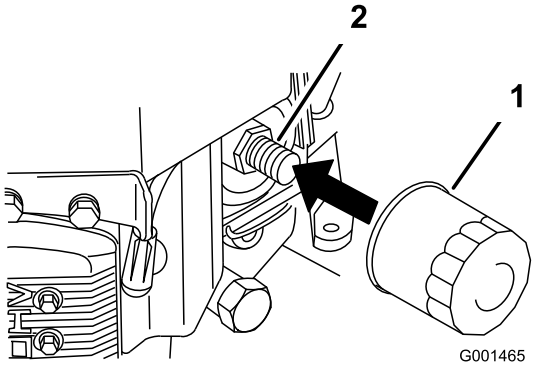

Figura 33
2. Retire el filtro de aceite usado (Figura 33).
3. Aplique una capa fina de aceite nuevo a la junta de goma del filtro nuevo (Figura 33).
4. Instale el filtro de repuesto en el adaptador de filtro; gire el filtro en el sentido de las agujas del reloj hasta que la junta de goma entre en contacto con el adaptador del filtro, luego apriete el filtro tres cuartos de vuelta más (Figura 33).